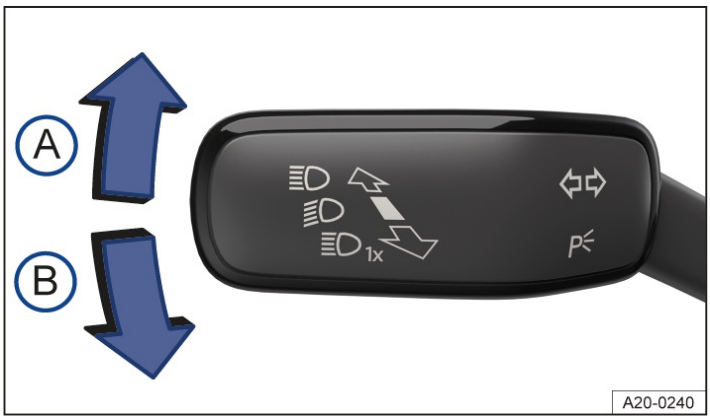

Fig. 1 On the left side of the steering column: turn signal and high beam lever.
2. Move the turn signal and high beam lever from the center position to the preferred position→ *fig. 1*.